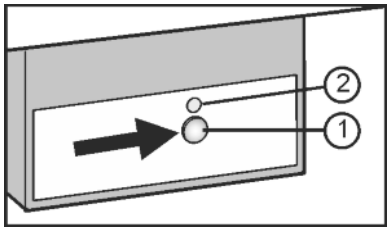

Fig. 23
▶ Press the On/Off button *Fig. 23 (1)* so that the LED *Fig. 23 (2)* shines.